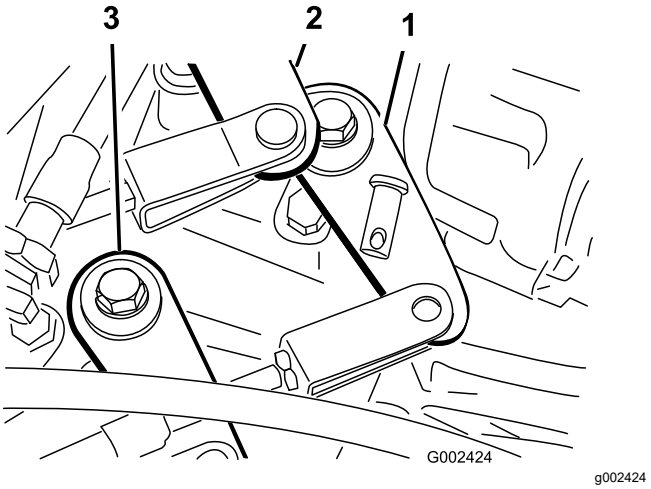

Figuur 53
2. Verwijder de gaffelpennen waarmee de kabels van het schakelmechanisme zijn bevestigd aan de schakelarmen van de transaxle (Figuur 53).
1. Verwijder de gaffelpennen waarmee de kabels van het hoog/laag-mechanisme zijn bevestigd aan de transaxle (Figuur 53).